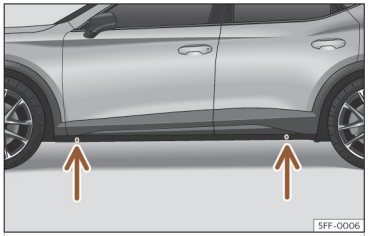

Abb. 227 Aufnahmepunkte für den Wagenheber.
- Suchen Sie am Längsträger die Markierung des Wagenheberaufnahmepunktes (Eindrückung), die dem zu wechselnden Rad am nächsten liegt ››› **(Abb. 227)**.